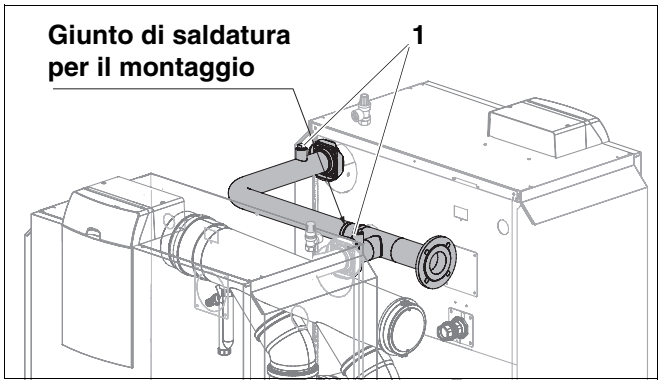

Fig. 7 Saldatura del collegamento di mandata
I manicotti del collegamento di mandata (fig. 7, **pos. 1**) servono per favorire lo sfiato.